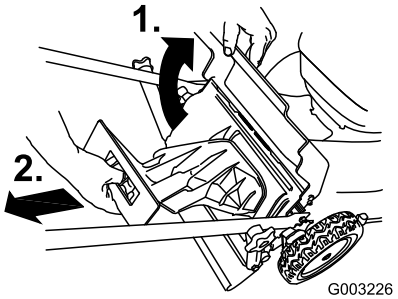

Figur 24
1. Höj och håll upp den bakre luckan (Figur 24).
2. Lossa den bakre utkastarpluggen (Figur 24).